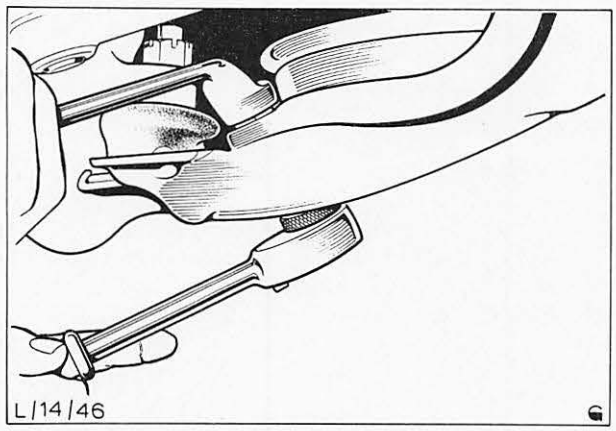

Abb. 43 Muttern der Zugstrebenbefestigung am unteren Querlenker festziehen
18. Zugstrebe am unteren Querlenker anbringen und mit zwei Schrauben und Muttern, Abb. 43, befestigen. Muttern auf 58 bis 68 Nm (5,8 bis 6,9 kpm) festziehen.